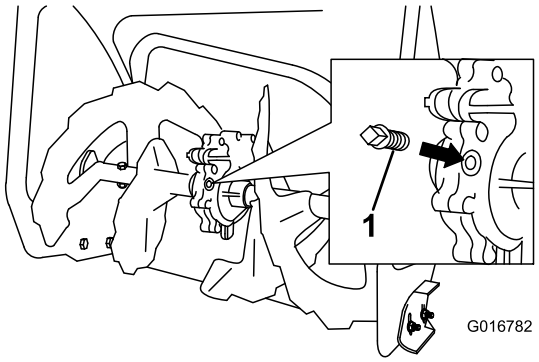

Rysunek 46
2. Wyczyść obszar wokół zatyczki (Rysunek 46).